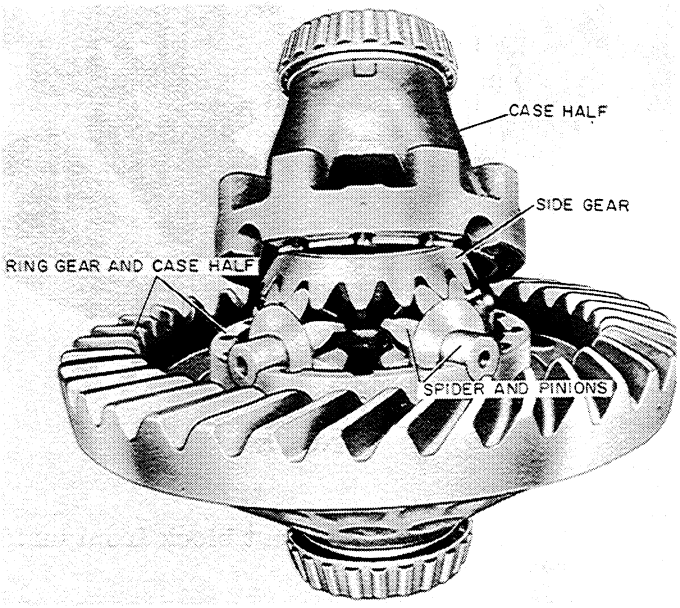

Figure T-35
9. Remove the spider, pinions, side gears and thrust washers, Figure T-35.